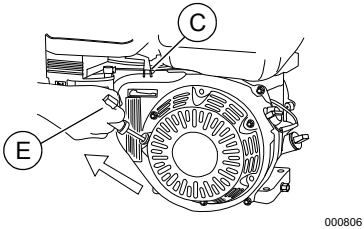

Figure 3-5. Lanceur à rappel du moteur
4. Voir la ***Figure 3-5***. Éloignez le levier de papillon (C) d'environ 1/3 de la position MIN (minimum).